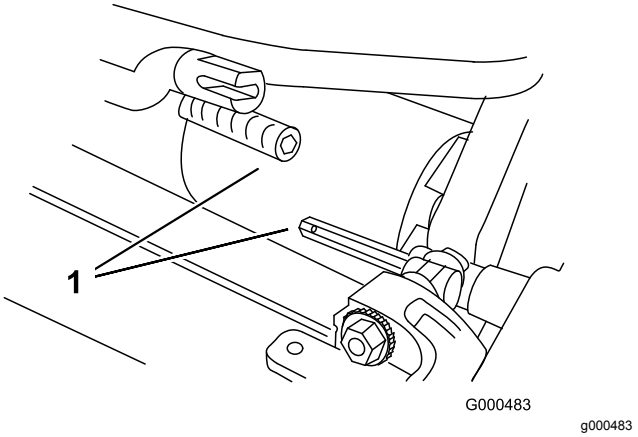

Figuur 7
3. Duw het maaidek onder de tractie-eenheid en vervolgens naar links om de transmissiekoppeling te laten aangrijpen (Figuur 7).